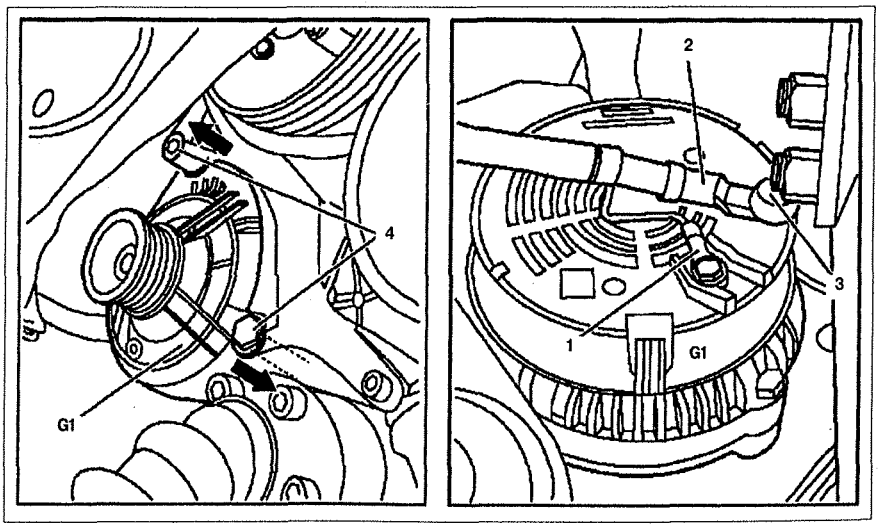

Рис. 4.79. Генератор:
3. Отсоедините правую полуось **(стрелка)** от промежуточного ведущего вала (см.рис.4.79).